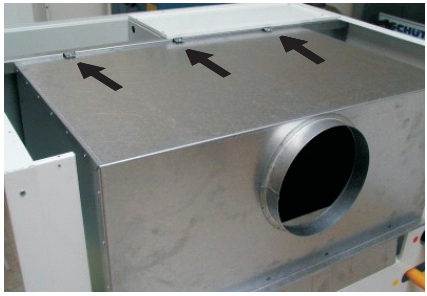

Рис.6
2. После снятия верхнего покрытия демонтировать прерыватель тяги. Прерыватель тяги закреплен 3 саморежущими винтами к внутренней стороне котла (рис. 6).